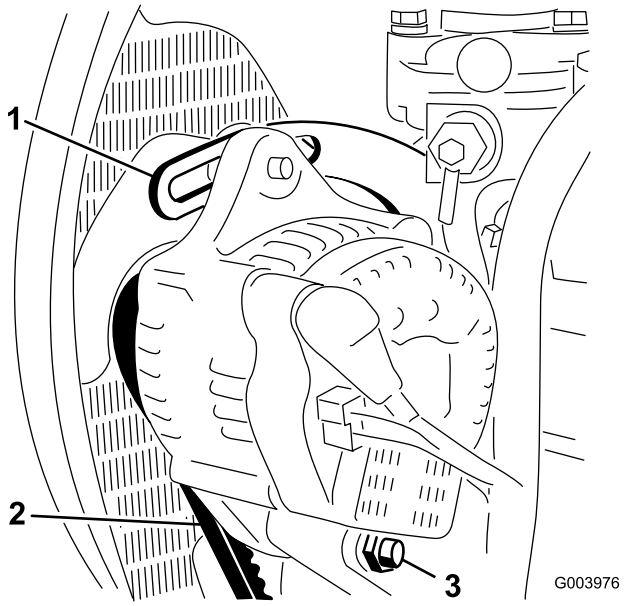

Figur 56
2. Kontroller spenningen ved å trykke ned remmen (Figur 56) midt mellom vekselstrømsgeneratoren og veivakselrullene med en kraft på 10 kg.
4. Løsne skruene som fester avstiveren til motoren (Figur 56), skruen som fester vekselstrømsgeneratoren til avstiveren og svingbolten.